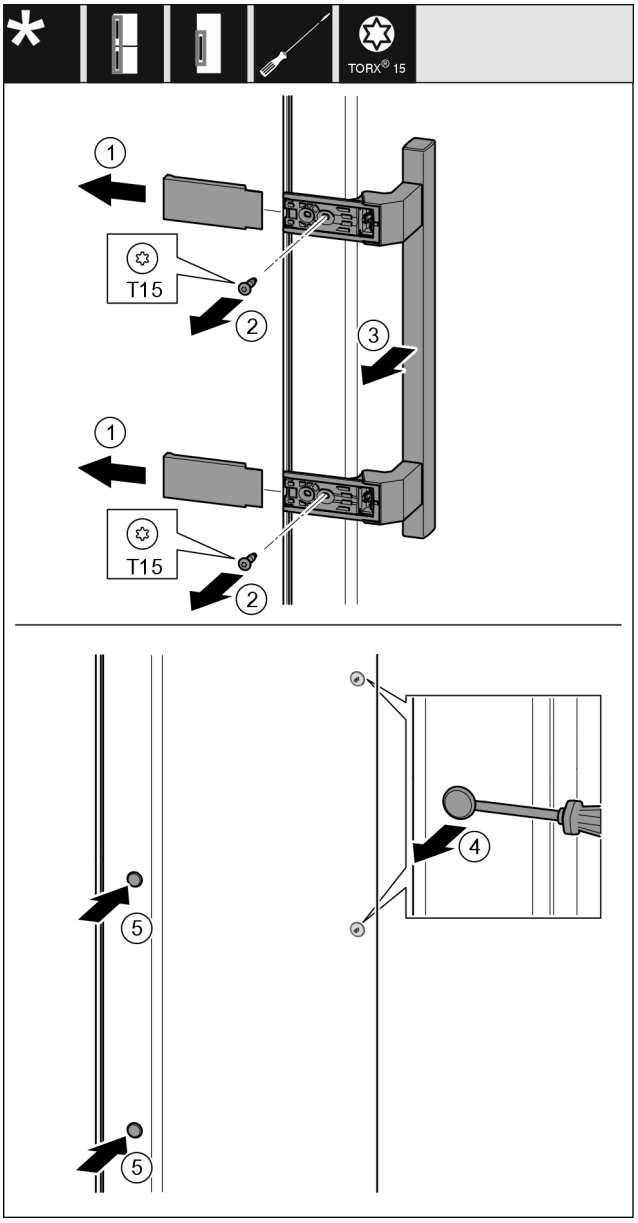

Fig. 19
▶ Remove the cover *Fig. 19 (1)*.
▶ Unscrew screws *Fig. 19 (2)* with screwdriver.
▶ Remove the handle *Fig. 19 (3)*.
▶ Use a slotted screwdriver to lift the side plug *Fig. 19 (4)* carefully and pull it out.
▶ Re-insert the plug *Fig. 19 (5)* on the other side.